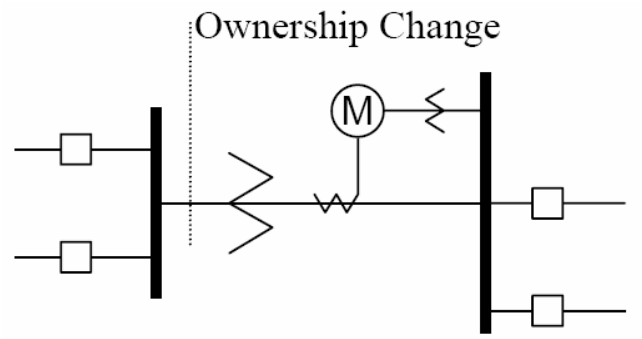

图 7.1：低压侧计量要求损耗补偿
- 损耗补偿可用于仪表的物理位置与发生所有权转让的电气位置不一致时。这种情况通常发生于仪表接在变压器的低压侧，而实际所有权转让却发生在变压器的高压侧。示意图如图 7.1。